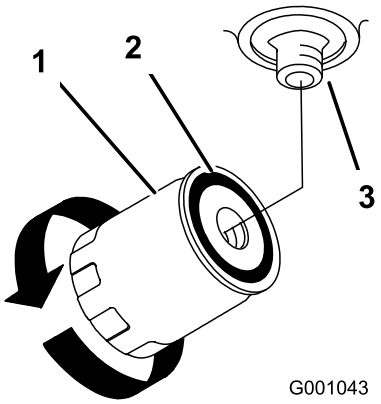

Figur 80
4. Stryk på ett tunt lager hydraulolja på det nya filtrets gummipackning (Figur 80).
7. Fyll hydraultanken med hydraulolja tills den flödar över vid filtret, och vrid sedan oljefiltret medsols tills gummipackningen kommer i kontakt med filteradaptern. Dra sedan åt filtret ytterligare 1/2 varv (Figur 80).